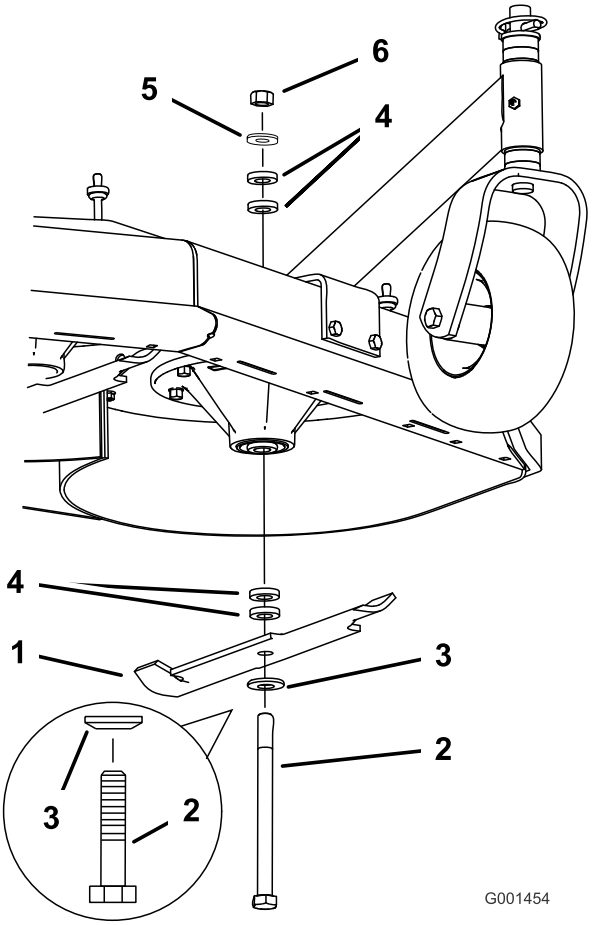

Figura 55
2. Retire la tuerca, el perno de la cuchilla, la arandela curva, la cuchilla, los espaciadores, y la arandela fina del eje (Figura 55).
1. Instale la arandela curva y luego la cuchilla en el perno. Seleccione el número correcto de espaciadores para la altura de corte deseada, y deslice el perno dentro del eje (Figura 55).
2. Instale los espaciadores restantes, en su caso, y sujételos con una arandela fina y una tuerca (Figura 55).